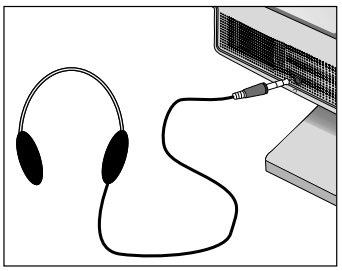

Abbildung E.1
5. Kopfhörer können an den „Headphones“-Ausgang auf der Vorderseite des Monitors (mit „🎧“ markiert) angeschlossen werden (**Abbildung E.1**). Wenn Sie Kopfhörer anschließen, werden die Lautsprecher ausgeschaltet. Kopfhörer können bei jedem Elektrogerätehändler erworben werden.